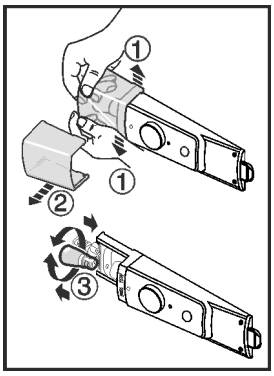

Fig. 14
- ▶ Écarter le couvercle de la lampe vers l'intérieur, à l'avant *Fig. 14 (1)*, comme illustré et le retirer sur le côté *Fig. 14 (2)*.
- ▶ Remplacer la lampe. *Fig. 14 (3)*